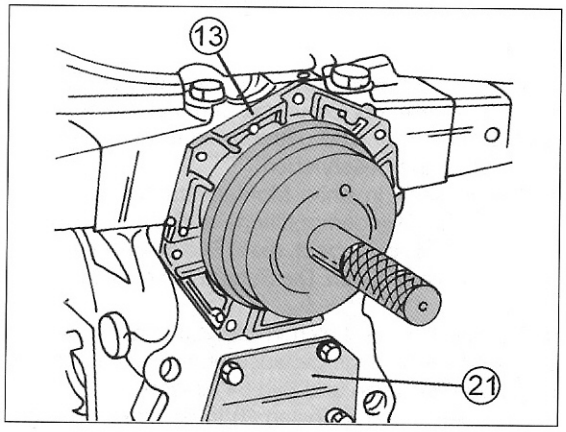

Bild 57
- Den hinteren Kurbelwellendichtring mit dem Flanschdeckel in ähnlicher Weise montieren und den Flansch anschrauben. Wiederum wird ein Spezialtreiber in der Werkstatt benutzt, wie man es in Bild 57 sehen kann. Den Deckel (21) mit einer neuen Dichtung anschrauben. Die 7 Schrauben mit 25 Nm anziehen.